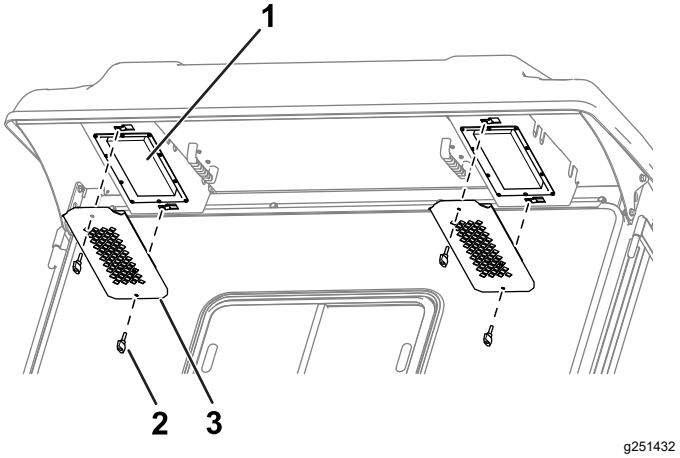

Figura 87
1. Retire los pomos y las rejillas del voladizo trasero de la cabina (Figura 87).
4. Utilice los pomos y las rejillas para instalar los filtros en la cabina (Figura 87).